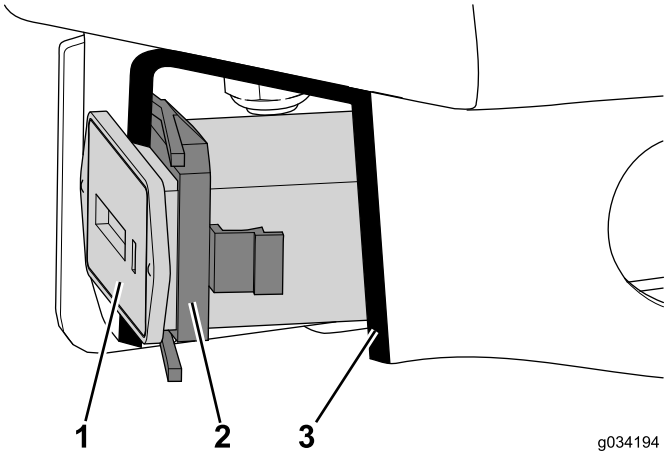

Figure 26
1. Poussez le compteur horaire dans la découpe et fixez-le avec le dispositif de retenue (Figure 26).